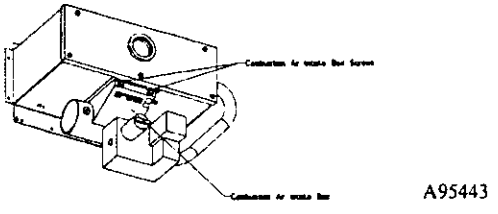

Fig. 19 – Removing Combustion Air Intake Box
a. Remove front 2 screws on combustion air intake box. (See Fig. 19)
b. Remove combustion air intake box and set aside. (See Fig. 19)
h. Reinstall combustion air intake box and replace 2 screws to ensure diverter plate is properly installed. (See Fig. 19)